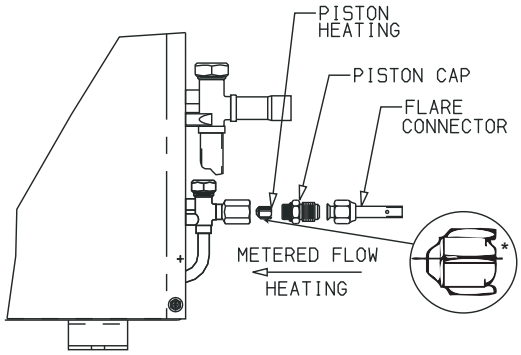

Fig. 29 - Accurator (bypass type) Metering Device Components
2. Remove the plastic cap from the liquid and suction service valve on the heat pump outdoor unit and assemble the heating piston and piston cap supplied with the outdoor unit as shown in Fig. 29.